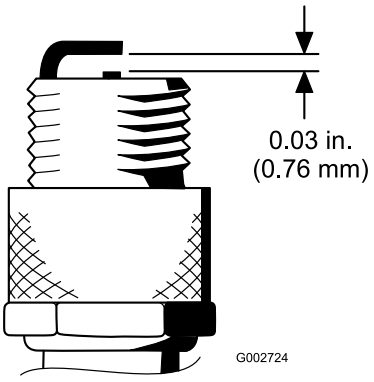

Figur 40
4. Still inn elektrodeavstanden mellom midten og siden på elektrodene til 0,76 mm, som vist i Figur 40.